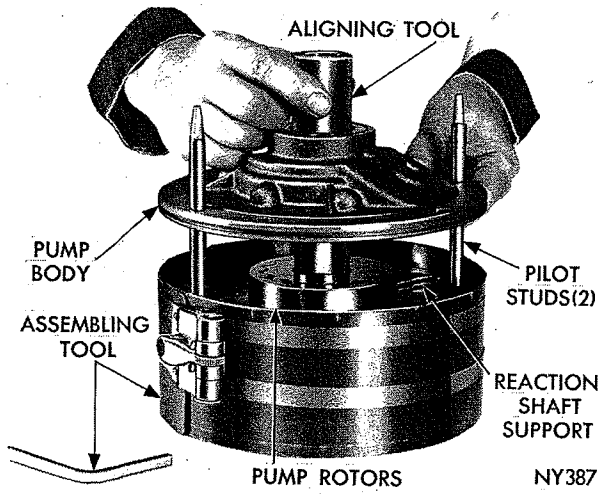

*Fig. 73—Assembling Pump and Reaction Shaft Support*
(1) Place reaction shaft support in assembling Tool C-3759, with hub of support and tool resting on a smooth **flat** surface bench (Fig. 73). Screw two pilot studs, Tool C-3283 into threaded holes of reaction shaft support flange.
(2) Assemble and place rotors in center of the support (Fig. 73).
(3) Lower pump body over the pilot studs, insert Tool C-3756 through pump body and engage pump inner rotor. Rotate the rotors with tool to enter rotors in pump body, then with pump body firmly against reaction shaft support, tighten clamping tool securely.
(4) Invert pump and reaction shaft support assembly with clamping tool intact. Install support to pump body bolts and tighten to 125 inch-pounds. Remove clamping tool, pilot studs and rotor alignment tool.
(5) Place a new oil seal in opening of pump housing (lip of seal facing inward). Using Tool C-3757, drive seal into housing until tool bottoms.